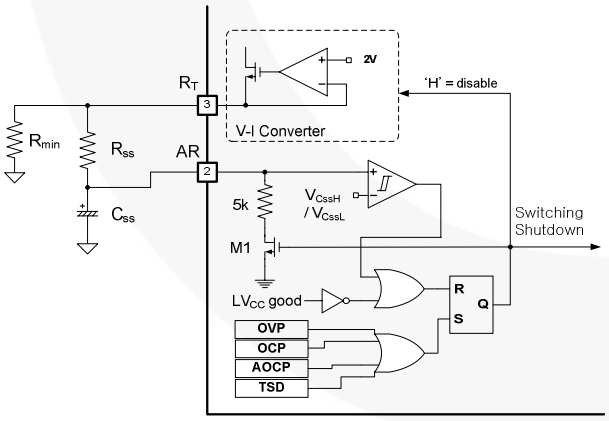
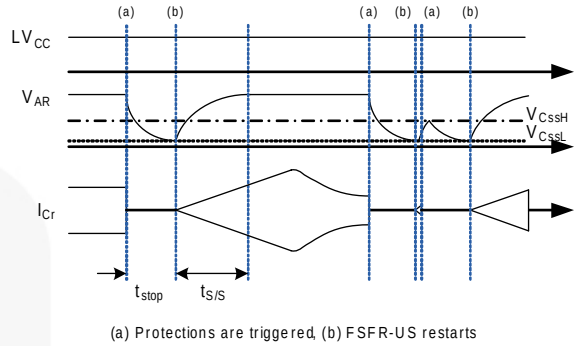

Figure 20. Internal Block of AR Pin
Figure 21. Self Auto-Restart Operation
4. Self Auto-Restart: The FSFR-US series can restart automatically even though any built-in protections are triggered with external supply voltage. As can be seen in Figure 20 and Figure 21, once any protections are triggered, M1 switch turns on and V-I converter is disabled. C_{SS} starts to be discharged until V_{Css} across C_{SS} drops to V_{CssL}. Then, all protections are reset, M1 turns off, and V-I converter resumes at the same time. The FSFR-US starts switching again with soft-start. If the protections occur while V_{Css} is under V_{CssL} and V_{CssH} level, the switching is terminated immediately, V_{Css} continues to increase until reaching V_{CssH}, then C_{SS} is discharged by M1.